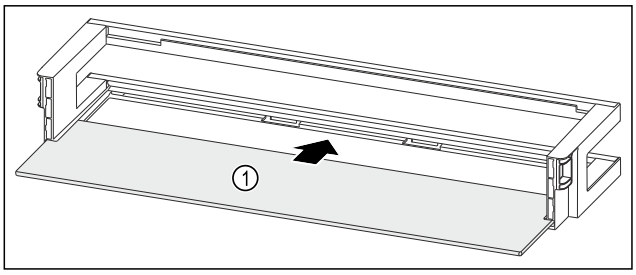

Fig. 250 Door rack with shelf
▶ Push the shelf *Fig. 250 (1)* into the side recesses.